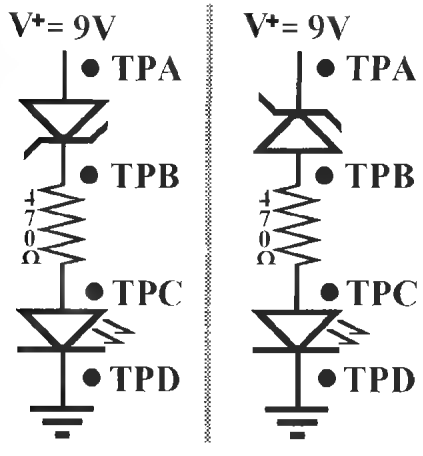

Figure L34-5
2. Now check out the actual effects of the zener diode (see Table L34-3). Figure L34-5 shows two circuits. Breadboard each separately and do the measurements. Note the LED in each.